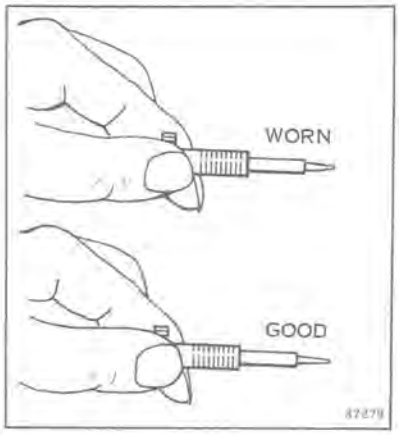

Figure 6-7
a. Inspect the tapered end of the needle valve for grooves, nicks, or scratches; replace if necessary. See Figure 6-7.